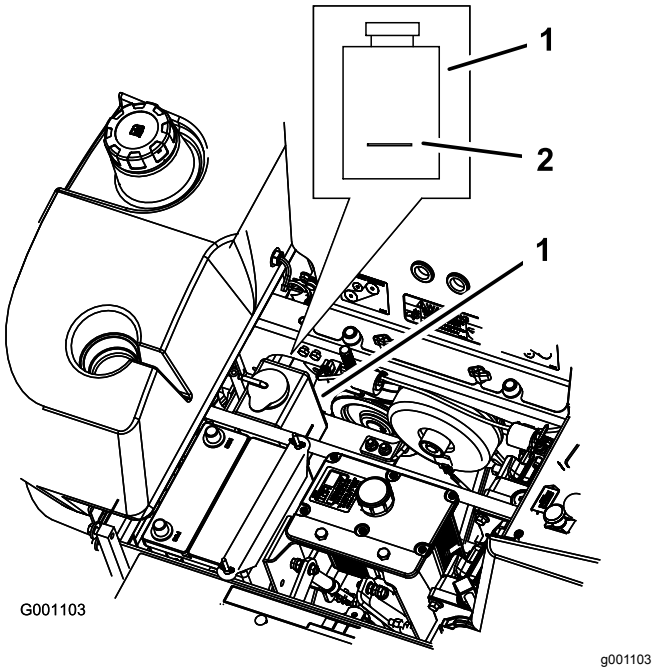

Figur 66
3. Når motoren er avkjølt må du kontrollere nivået i overflytsflasken. Væsken bør nå opp til kulen på utsiden av overflytsflasken (Figur 66).
4. Hvis kjølemiddelnivået er lavt, fyll på en blanding med halvt om halvt med frostvæske for forlenget levetid / Dex-Cool® og vann til overflytsflasken (Figur 66).
5. Fyll på kjølemiddelblandingen til overflytsflasken og fyll det opp til indikatorlinjen på flasken (Figur 66).